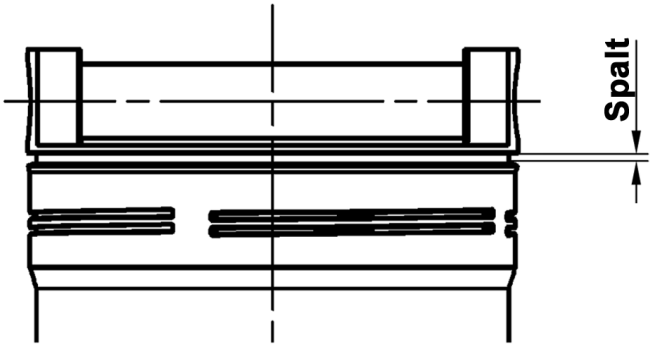

Abbildung 3: Spalt am Filterdeckel
- Drehen Sie den Deckel von Hand bis zum Anschlag ein; ein Spalt zwischen Deckel und Gehäuse bleibt evtl. sichtbar (siehe Abbildung 3).